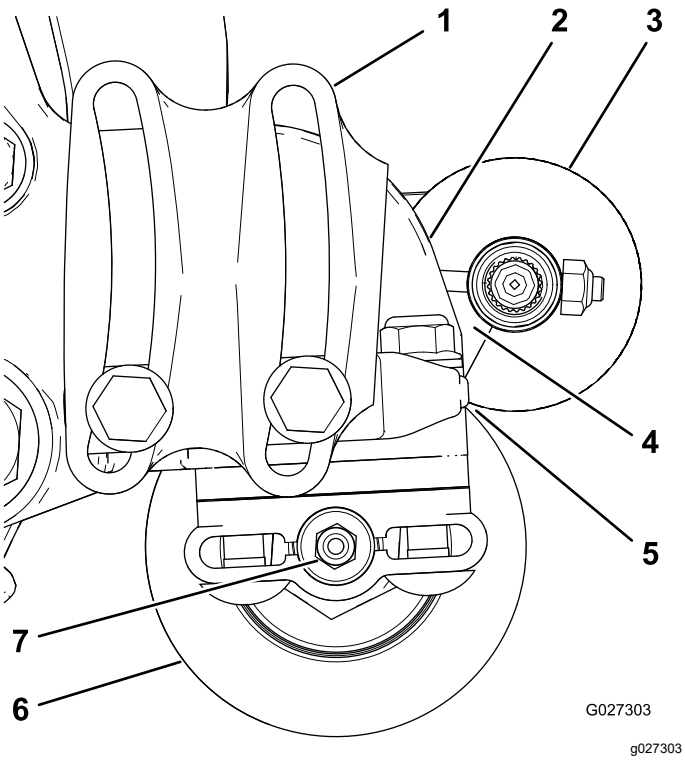

Figura 14
2. Coloque el cepillo del rodillo de manera que apenas toque o descanse sobre el rodillo trasero (Figura 14).